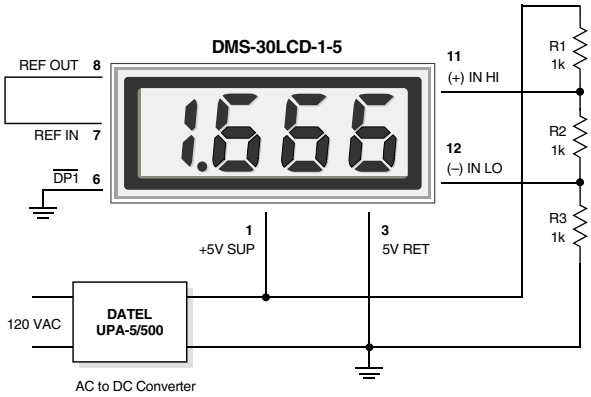

Figure 3. Differential Input Configuration (5V-Powered Models)
2. **Differential Input Configurations:** Differential measurements can be made with either 5V-powered or 9V-powered meters. Figure 3, though not a practical real-world application, uses a voltage divider to demonstrate the concept of a differential input signal. Be careful not to exceed the ±2V common mode voltage limitation for 5V-powered meters.